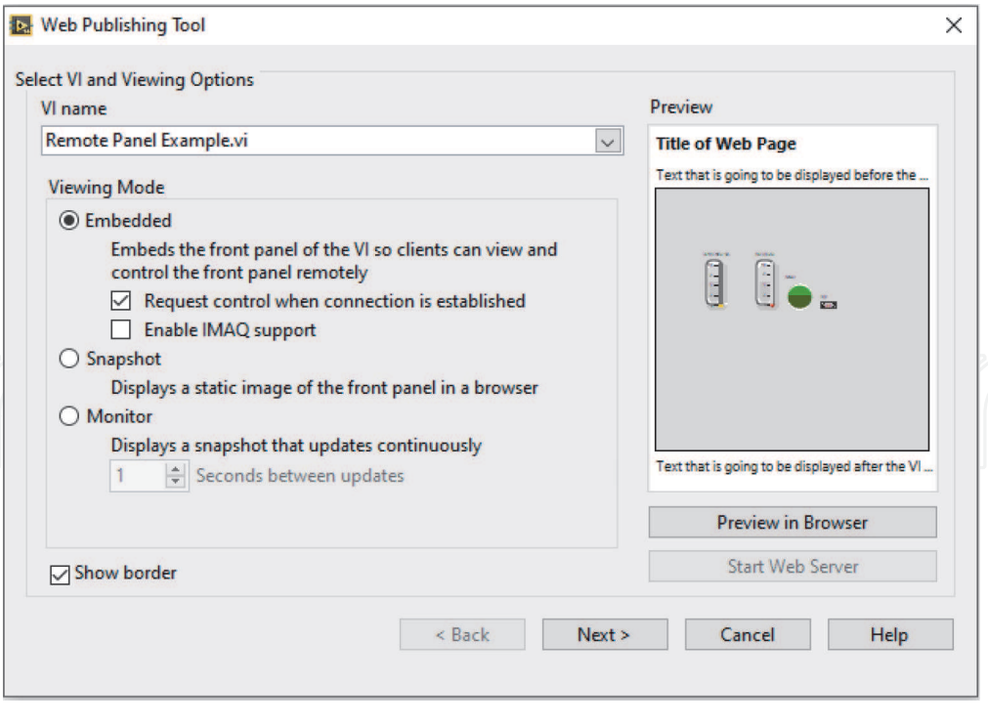

Figure 23.
8. Under **Select VI and Viewing Options** section, select the VI. After selecting appropriate **Viewing Mode** click Next (**Figure 23**).